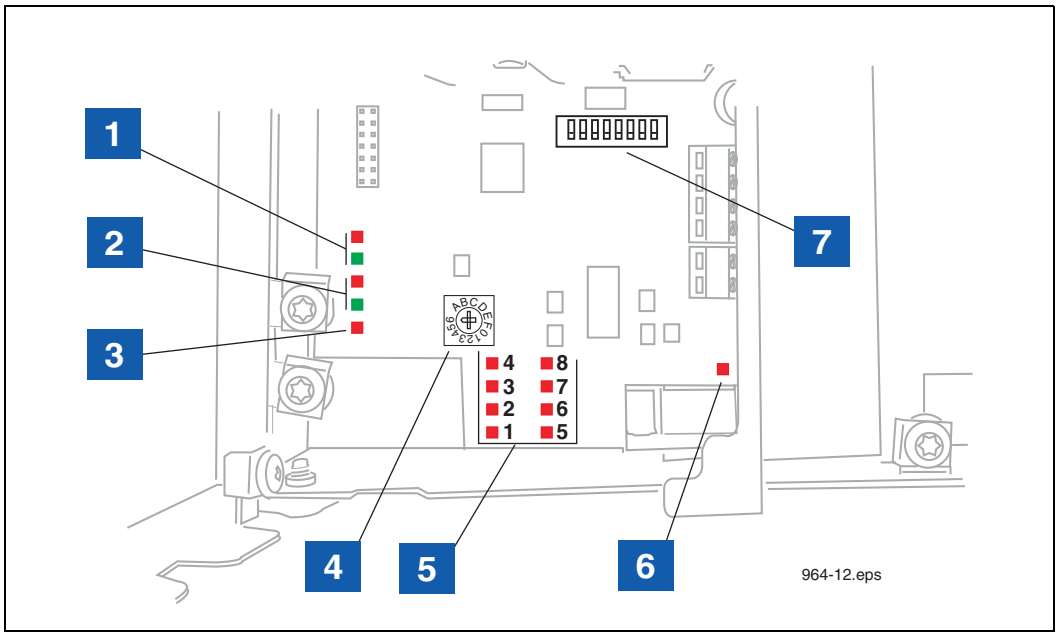

**Figure 12. TLS RF Diagnostic LEDs And Switch Locations**
a. Plug the TLS RF's ac power cord into a 120/240 Vac outlet. Confirm the Green /Red LEDs (refer to item 2 in Figure 12), are flashing rapidly. This is an indication there is RS-485 network activity between the TLS RF and the Receiver.
c. If it is not, check PWR LED (refer to item 3 in Figure 12), if not lit; check power wiring. If the wiring is correct, measure the voltage across the twisted pair power wires, it should read +15Vdc. If it is not, the TLS RF is bad.
d. If the Red LED (refer to item 2 in Figure 12) is not flashing, confirm the TLS RF address is set to Master (refer to Appendix B, Figure B-1on how to set the TLS RF Device Number). If it is, the TLS RF has failed.
b. Go to the TLS RF, open its cover. One of the 8 Red received LEDs should be flashing (refer to item 5 in Figure 12). Observe which LED is lit and compare it against the Transmitter Device Number; they should match. For example, if the Transmitter ID is set to 1, the LED number 1 in the TLS RF should be flashing.
2. In this example, device output 1 is a Flow Meter - Observe polarity. Note: each time a transmission is received from this device, LED 1 (see item 5 in Figure 12) will flash.
3. In this example, device output 2 is a Flow Meter - Observe polarity. Note: each time a transmission is received from this device, LED 2 (see item 5 in Figure 12) will flash.
Figure 12 locates the diagnostic lights and setup switches in the TLS RF.
| LEGEND FOR NUMBERED BOXES IN Figure 12 | |